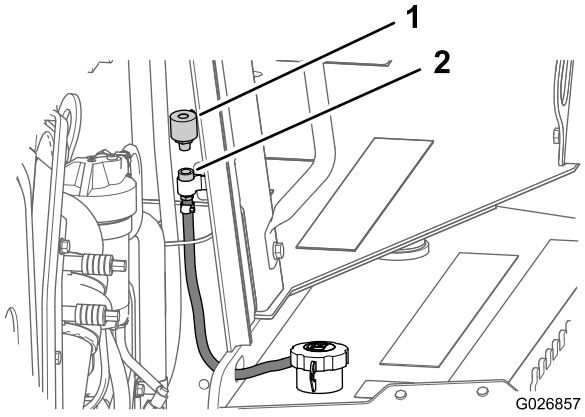

Bild 72
2. Drehen Sie den Entlüfter nach links und nehmen Sie ihn vorne an der Motorraumplatte von der Rohrkupplung ab (Bild 72).
3. Setzen Sie einen neuen Entlüfter in die Rohrkupplung ein und ziehen ihn mit der Hand an (Bild 72).